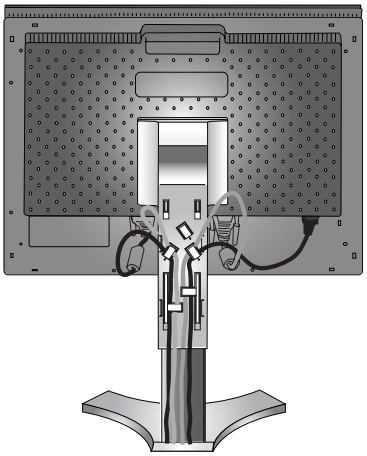

Figura C.3
Inserire il cavo DVI e il cavo da mini D-Sub a 15 pin a DVI-A nei ganci come illustrato (**Figura C.3**).
6. Assicurarsi che tutti i cavi siano piatti contro il supporto (**Figura C.3**).